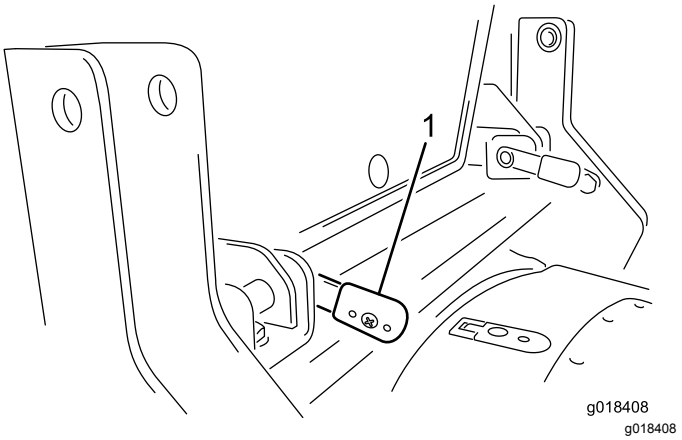

Figura 23
4. Una vez insertadas del todo las palancas, gírelas hacia atrás para bloquearlas en esa posición (Figura 23).